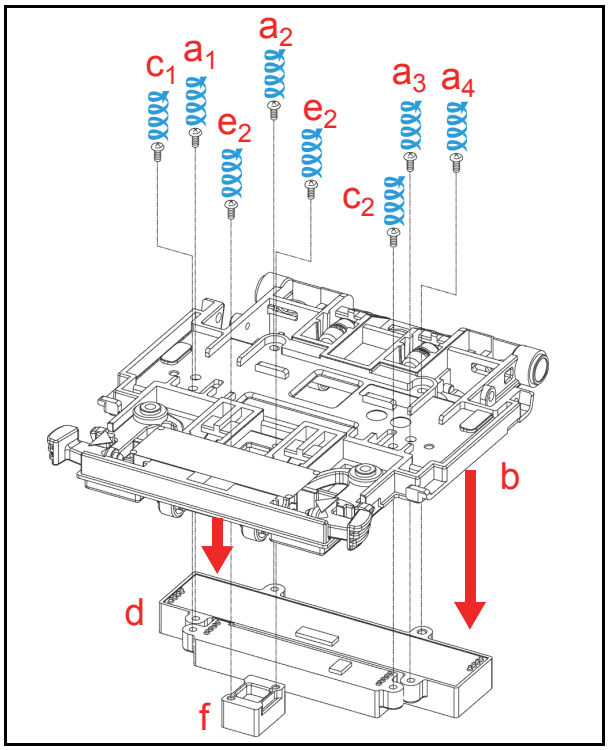

Figure 4-32 CIS, Transmissive Light & Upper UV Sensor Removal
4. Remove the four (4) CIS Sensor Mounting Screws (See Figure 4-32 a_1 through a_4) and remove the CIS Sensor (See Figure 4-32 b) from the Upper Validation Section.
5. Remove the two (2) mounting Screws (See Figure 4-32 c_1 & c_2) retaining the Transmissive Light Sensor in place (See Figure 4-32 d), and remove it from the Upper Validation Section.
6. Remove the two (2) mounting Screws (See Figure 4-32 e_1 & e_2) retaining the Upper UV Sensor in place (See Figure 4-32 f), and drop it down and off the Upper Validation Section.